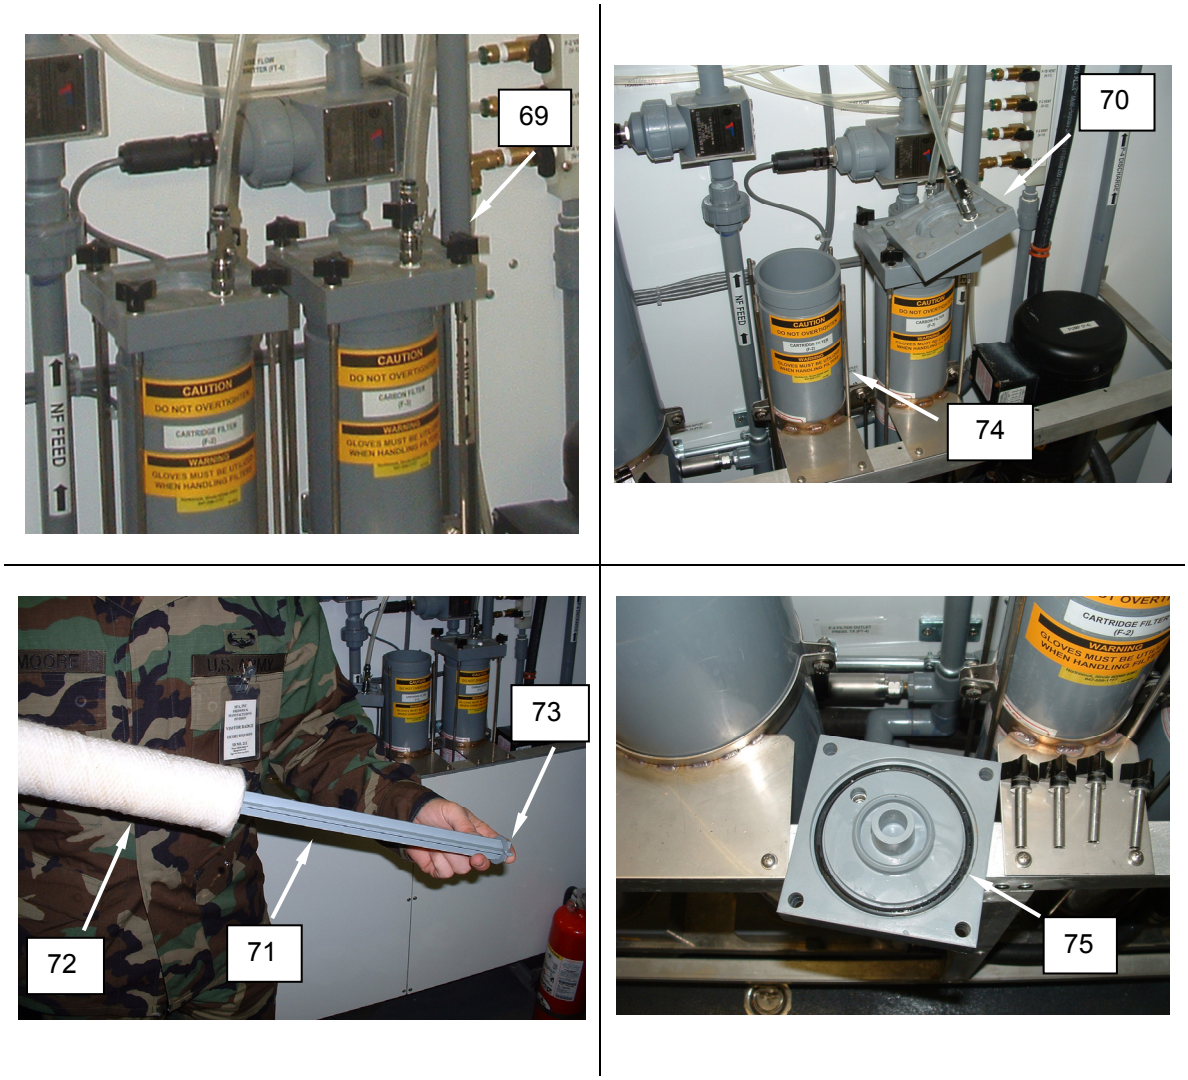
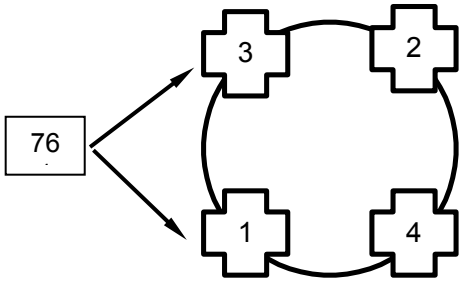

Figure 23. Replace the F-2 Filter Cartridge.
Figure 24. Filter Retaining Knob Tightening Sequence.
1. Remove four thumbscrews **(Figure 23, item 69)**, and remove the filter cover **(Figure 23, item 70)**.
2. Install the filter support **(Figure 23, item 71)** into the filter cartridge **(Figure 23, item 72)**.
3. Wet the filter cartridge **(Figure 23, item 72)**, and install the filter cartridge into the filter housing.
Do not drop filter cartridge into filter housing. Dropping cartridge may chip filter support washer **(Figure 23, item 73)**.
4. Carefully guide the filter cartridge and filter support **(Figure 23, item 71)** into the filter housing **(Figure 23, item 74)** allowing filter support to drop down into the filter housing.
5. Inspect o-ring **(Figure 23, item 75)** and lubricate as needed.
6. Install filter cover **(Figure 23, item 70)**, and fasten access cover in place with the two back (3,2) thumbscrews **(Figure 24, item 76)**. Tighten until resistance is met. Tighten the two front (1,4) thumbscrews **(Figure 24, item 76)** until resistance is met (balancing the tightening sequence). Go back and securely tighten the thumbscrews **(Figure 24, item 76)**.